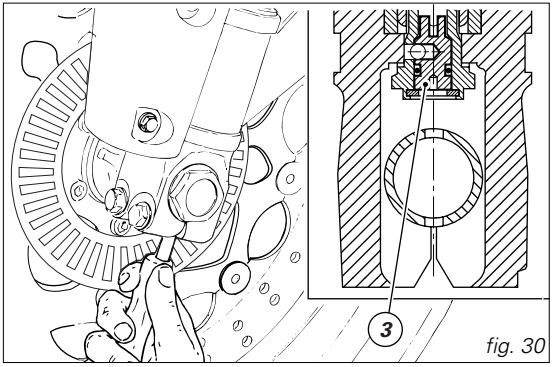

fig. 30
3) (fig. 30) to adjust compression damping.
To reach the adjuster (3, fig. 30), insert a screwdriver into the passing hole on the wheel shaft at fork leg axis.